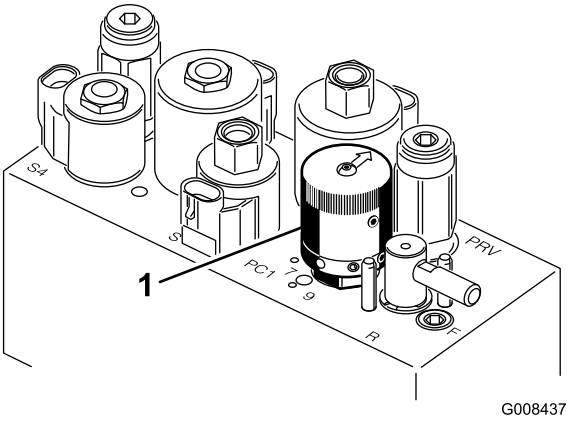

Figur 29
4. Knivcylindrenes hastighed indstilles ved at dreje grebet (Figur 29), indtil indikatorpilene står ud for det tal, der angiver den ønskede indstilling.